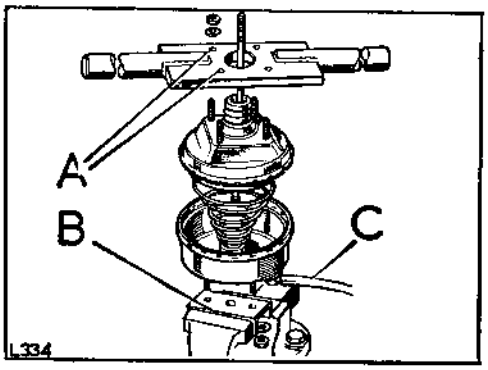

**Fig. H1-129. Tools required for overhauling unit**
Base plate and lever (see Fig. H1-129)
Special tools, shown in Fig. H1-129 are needed to dismantle and reassemble the unit. Without these tools, it is impossible to separate the two halves of the unit. If the push rod is damaged a new push rod kit is required because, due to an application of Loctite on the bolt threads, the existing push rod cannot be re-adjusted once the height is set. Before commencing to dismantle the unit, scribe a line across the two halves of the shells, as shown, to enable the shells to be reassembled in the same position.
1. To separate the two halves of the assembly, clamp the base plate (Fig. H1-129) in a bench vice. Place the unit on top of this, inserting the studs of the front shell into the holes in the plate, and secure the unit to the plate by two spring washers and nuts.